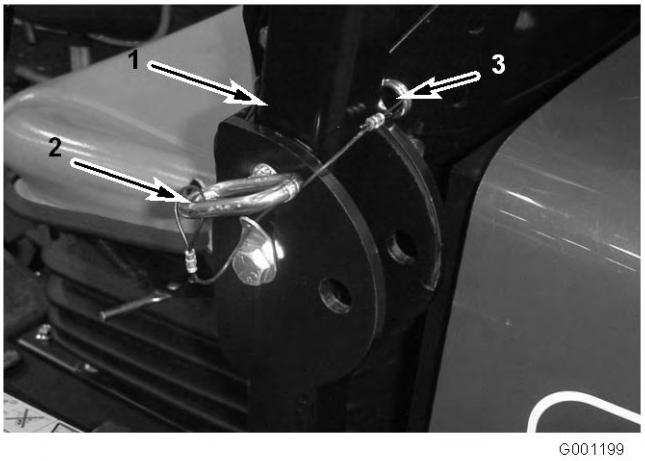

Figure 8
1. Retirez les goupilles fendues puis les deux axes de l'arceau de sécurité (Figure 8).
2. Relevez complètement l'arceau de sécurité puis insérez les deux axes et fixez ces derniers avec les goupilles fendues (Figure 8).